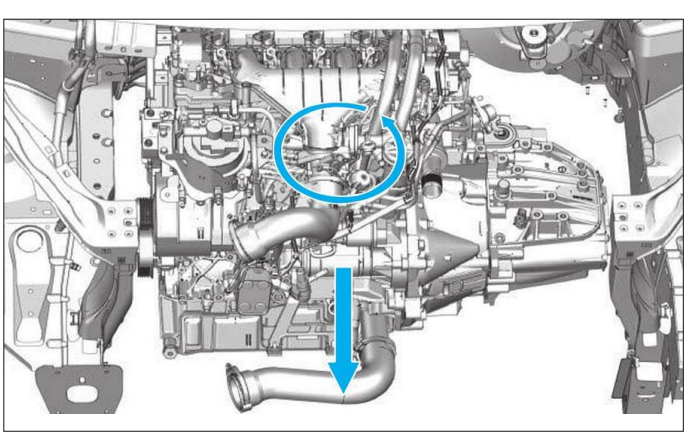

**Fig. 78**
• Pivoter légèrement l'ensemble dans le sens de la flèche **(Fig.78)**.